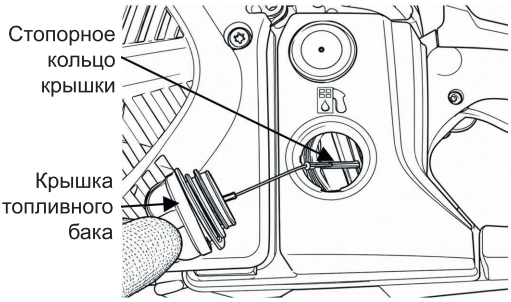

Рис. 32
2. Откройте крышку топливного бака и вытащите из бака стопорное кольцо крышки (Рис. 32).